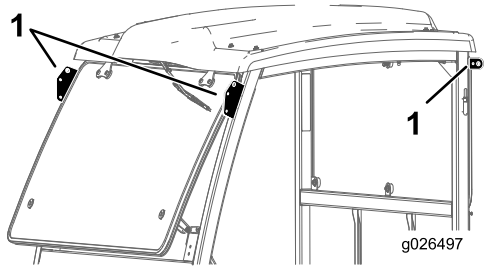

Figur 5
1. Lyft hyttramen med hjälp av lyftpunkterna och placera den på maskinen (Figur 5).